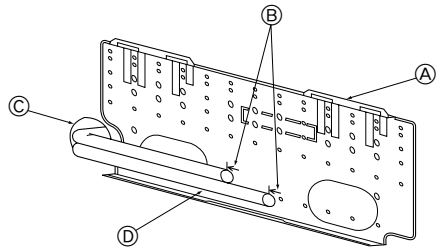

Fig. 3-4
3.2. При проведении труб через стену (Fig. 3-4)